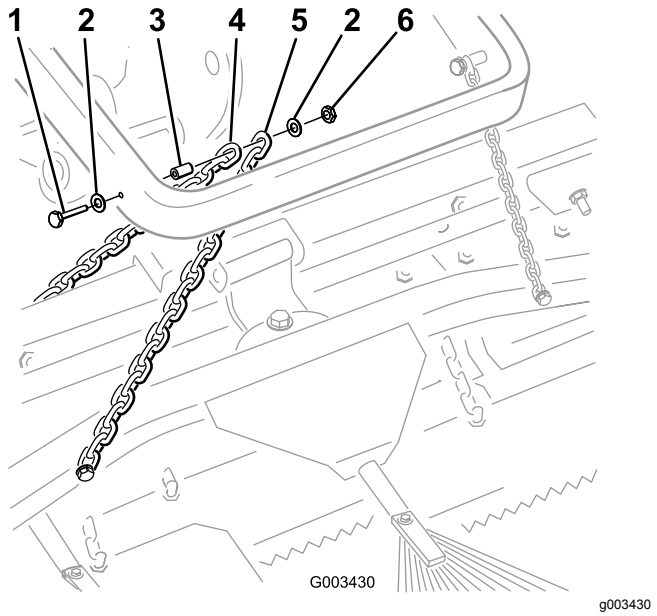

Figura 6
B. Fissate ogni catena a lato del braccio di sollevamento con un bullone (⅜" x 2½"), 2 rondelle (⅜" x 7/8"), un distanziale e un dado (⅜") come illustrato nella Figura 6